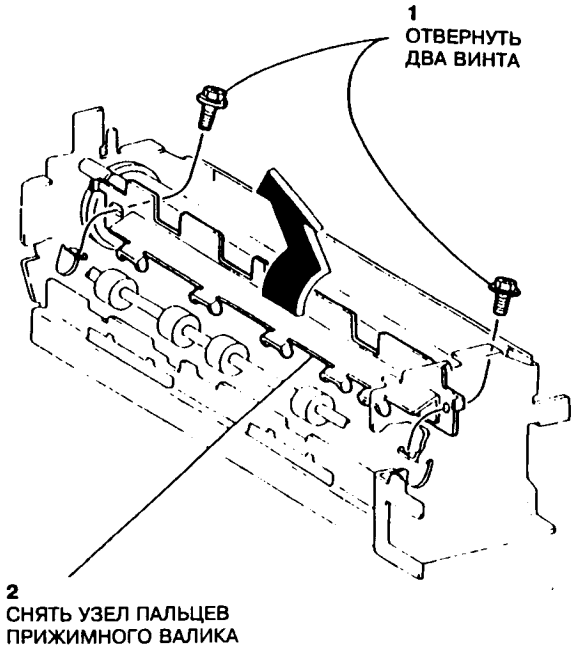

Рис.1 Снятие узла пальцев прижимного валика
5. Снять пальцы прижимного валика (рис.1).